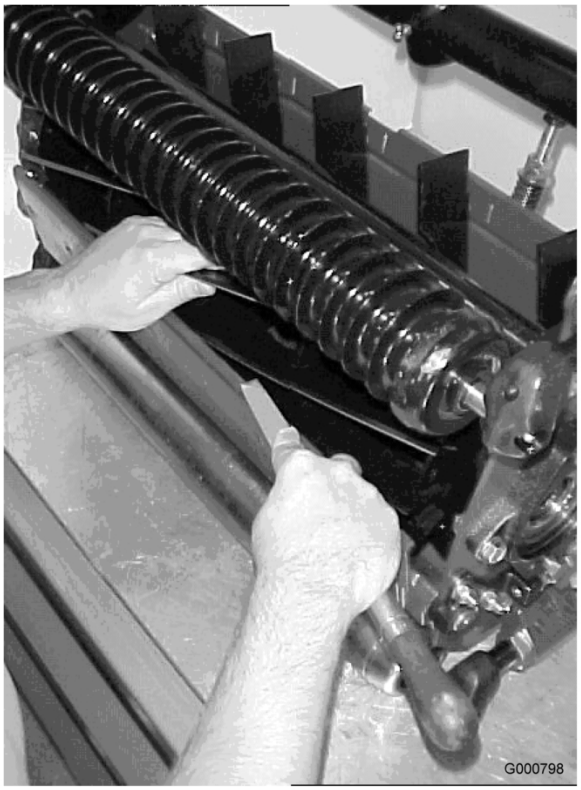

Figura 72
11. Quando l'elemento di taglio è adeguatamente affilato, sul tagliente anteriore della lama si forma una sbavatura. Rimuovetela con cautela usando una lima, senza smussare il tagliente (Figura 72).